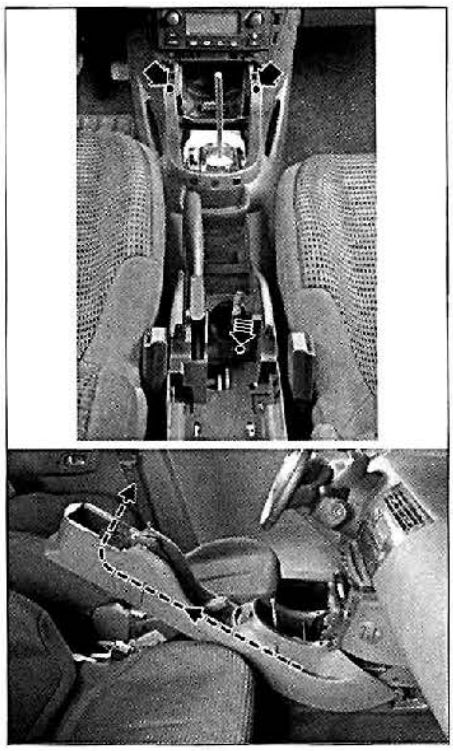

FIG. 31
• Desmontar los 3 tornillos (2 en la parte delantera y 1 en el centro) de fijación de la consola central y bascularla para desmontarla (fig. 31).